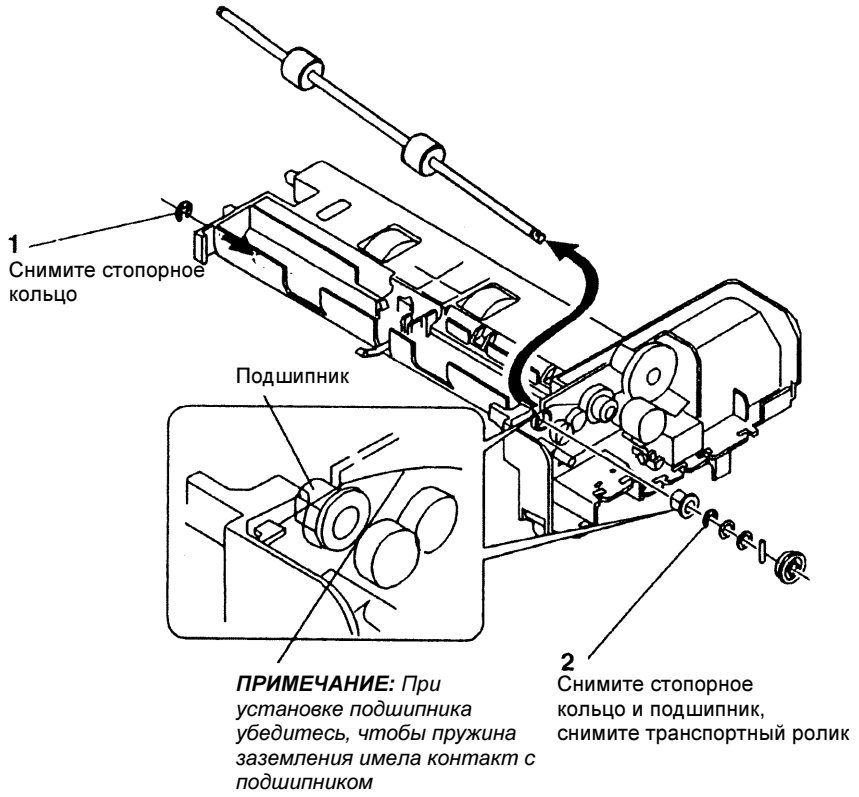

Рисунок 3 Снятие транспортного ролика
3. (Рисунок 3): Снимите транспортный ролик